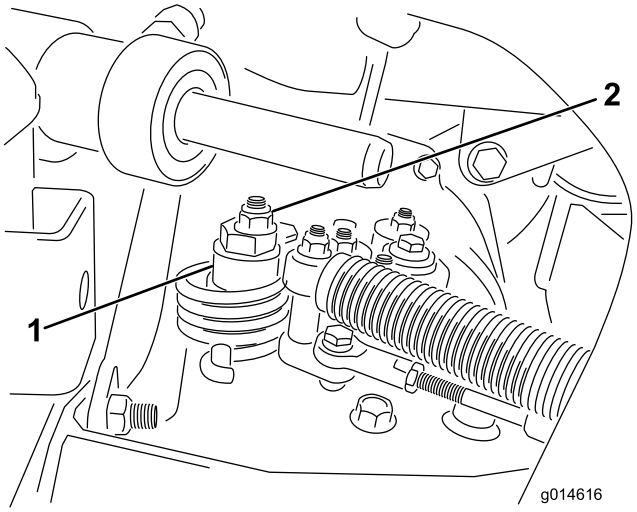

Figuur 47
A. Draai de moer los waarmee de excentriek is bevestigd aan de bovenkant van de hydrostaat (Figuur 47).
C. Draai aan de excentriek totdat de machine niet meer naar voren of naar achteren kruipt. Als het wielen niet meer draaien, zet u de moer vast waarmee de excentriek en de afstelling worden geborgd (Figuur 47). Controleer de afstelling met de gashendel op LANGZAAM en SNEL.